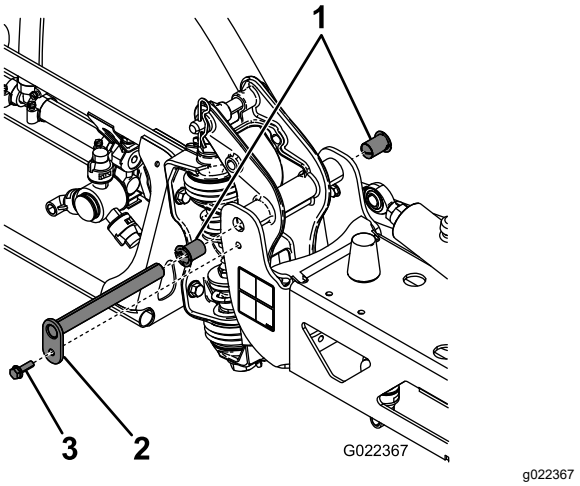

Figure 63
3. Lorsque le poids de la rampe est supporté, retirez le boulon et l'écrou de fixation de l'axe de pivot à l'ensemble rampe (Figure 63).
4. Retirez le boulon et l'écrou qui fixent l'axe de pivot puis déposez l'axe (Figure 63).
6. Déposez et examinez les bagues en nylon à l'avant et à l'arrière du support de pivot (Figure 63).
7. Appliquez une petite quantité d'huile sur les bagues en nylon et montez-les sur le support de pivot (Figure 63).
8. Montez l'ensemble rampe et support de pivot dans le cadre central en alignant les trous (Figure 63).